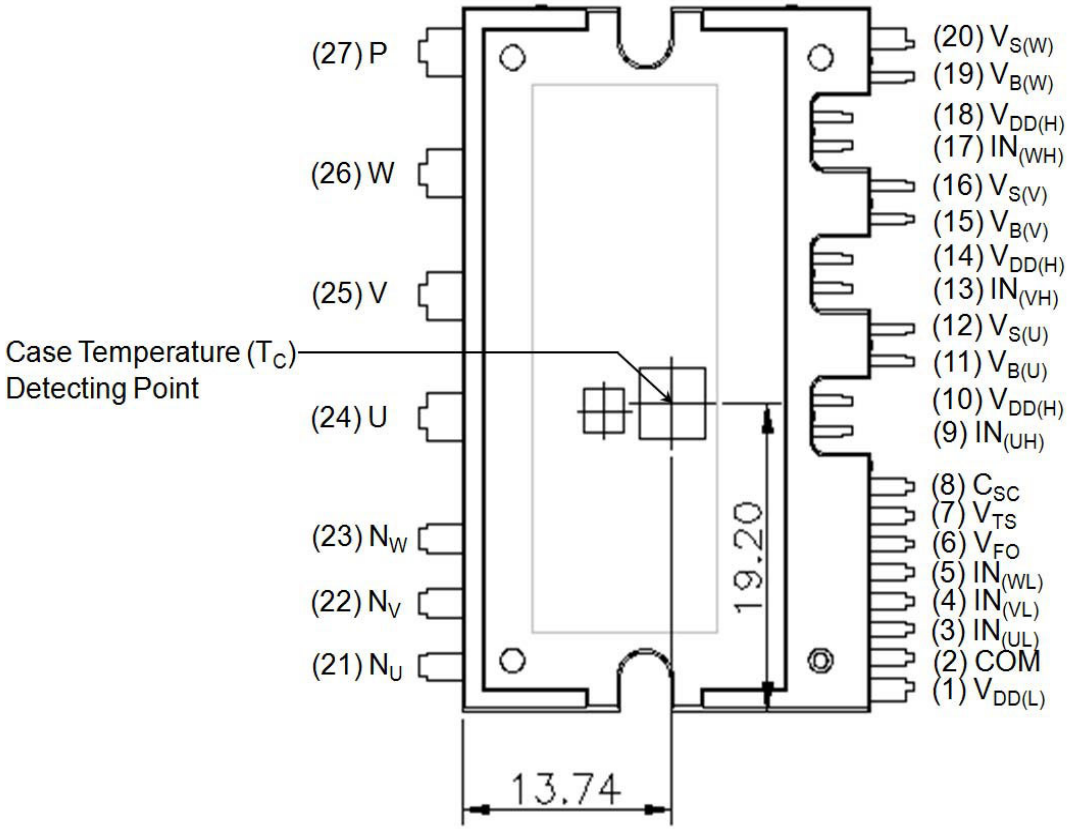

Figure 1. Top View
5. For the measurement point of case temperature (T_C), *please refer to Figure 1.*